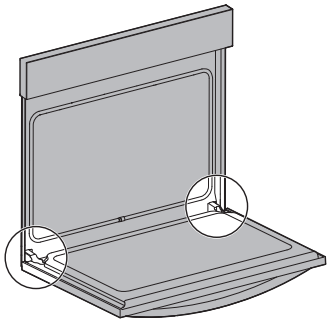

Figure 15: Emplacement de la charnière de la porte
1. Ouvrez complètement la porte du four, parallèlement au sol (Figure 15).
3. Ouvrez complètement la porte du four (parallèlement au sol (Figure 15).